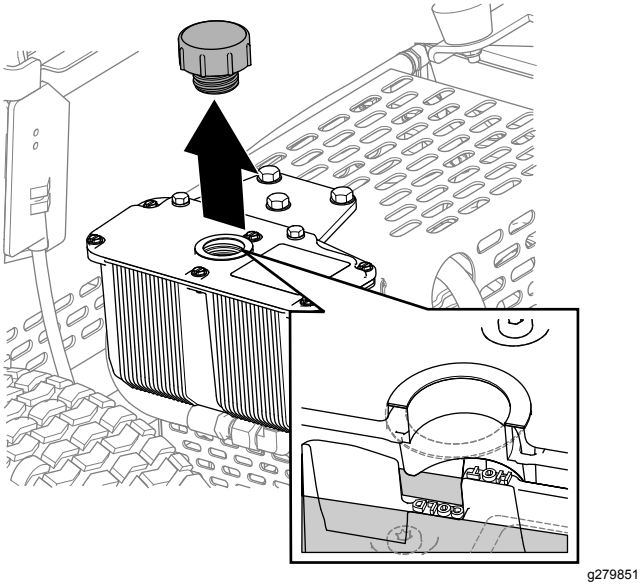

**Figura 35**
3. Retire o tampão e verifique o nível de fluido hidráulico no reservatório (Figura 35).